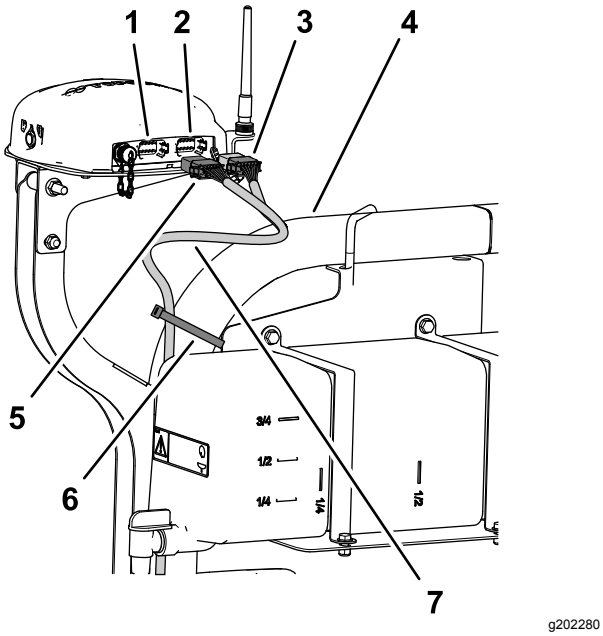

Rysunek 197
2. Poprowadź odgałęzienie wiązki przewodów danych 390 cm wzdłuż prawej rury pałąka ROPS złączem 12-stykowym gniazdowym (szarym) i złączem 12-stykowym gniazdowym (czarnym) w kierunku odbiornika nawigacyjnego (Rysunek 197).
7. Za pomocą 2 opasek kablowych zamocuj odgałęzienie wiązki przewodów danych 390 cm do prawej rury pałąka ROPS w sposób pokazany na Rysunek 197.